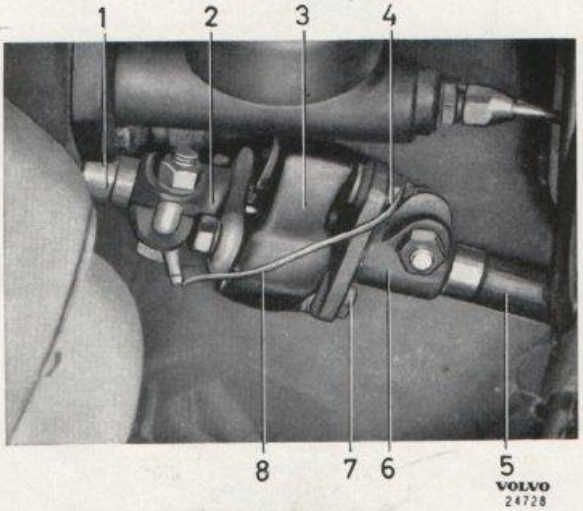

Bild 6-21. Rattaxelkoppling
2. Lossa stomledningen (8, bild 6-21) och de två muttrarna (4 och 7).
1. Tvätta styrsnäckan ren utvändigt och demontera medbringaren (6, bild 6-21) från rattaxeln sedan dess läge märkts upp.
2. Montera medbringaren till kopplingsskivan, se bild 6-21. Glöm ej stomledningen.